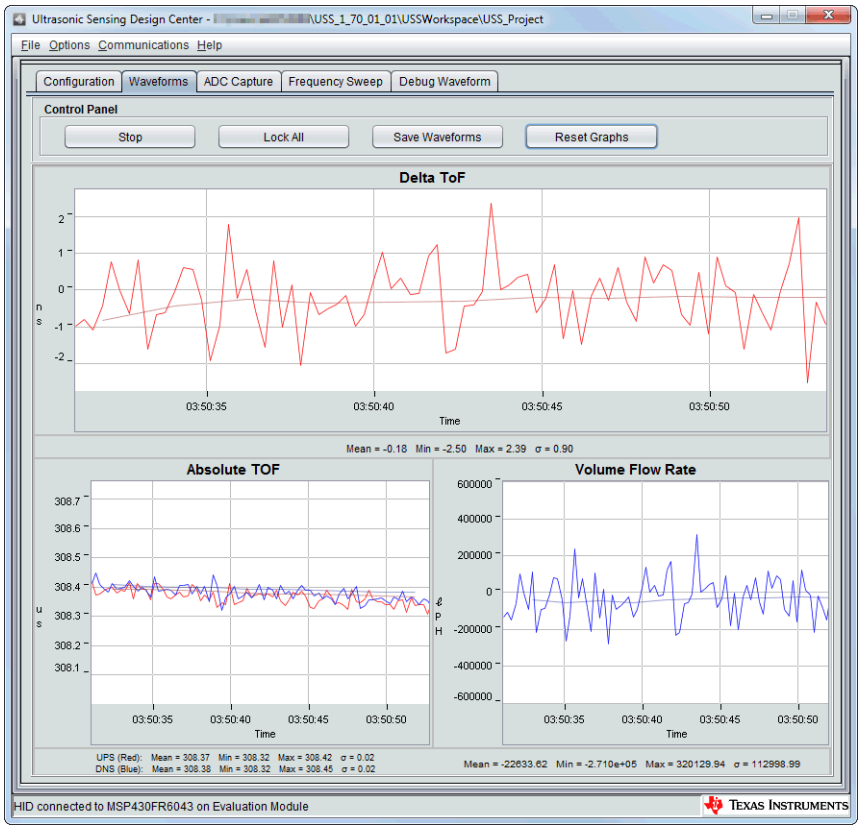

Figure 7. Waveforms in Design Center
10. Select the Waveforms tab and click **Start**. The Design Center plots the data received from the device (see Figure 7).